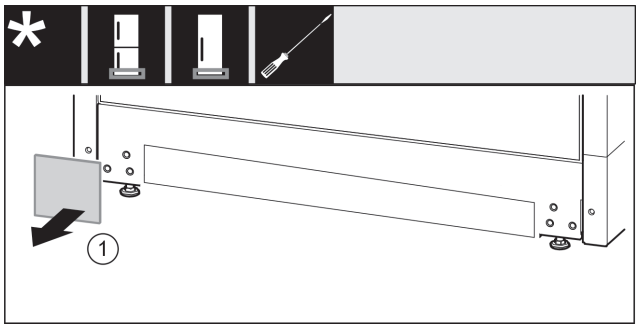

Fig. 47
- Noņemiet pārsegu *Fig. 47 (1)*.